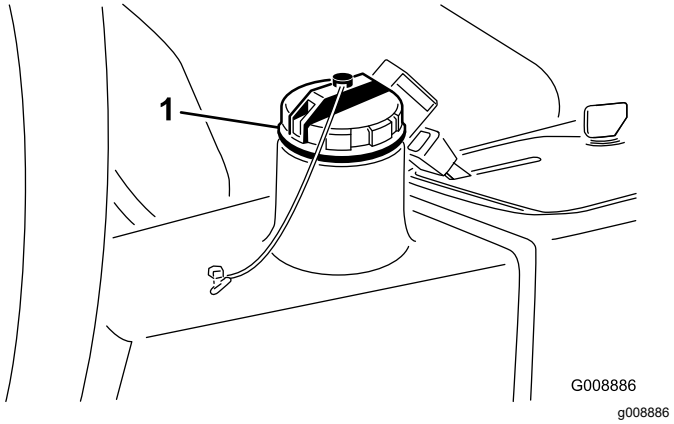

Figur 76
2. Gör rent omkring påfyllningsröret och hydraultanklocket (Figur 76).